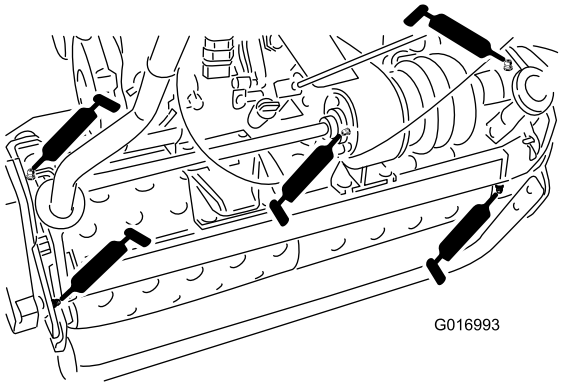

Rysunek 19
- 2 na osiach bębnowych (Rysunek 19)
- 3 na mechanizmie różnicowym (Rysunek 19)